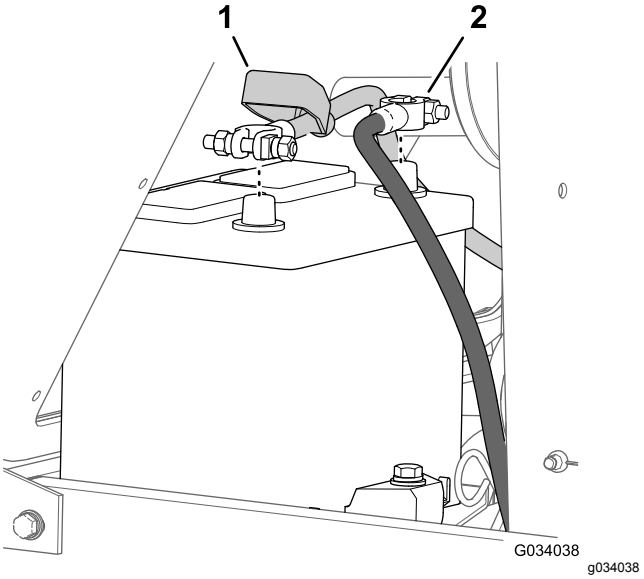

Figur 54
2. Tag batteriets minuskabel (-) af batteripolen (Figur 54).
3. Skyd isolatordækslet væk fra batterikablets klemme (Figur 54).
4. Tag pluskablet (+) af batteriets pol (Figur 54).
7. Tilslut kablerne, pluskablet (+) til batteriets pluspol (Figur 54).
8. Slut minuskablet (-) til batteriets minuspol (Figur 54).